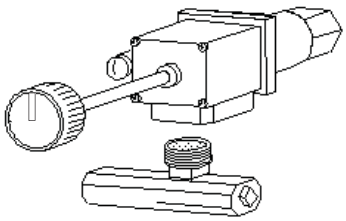
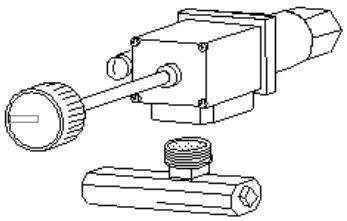
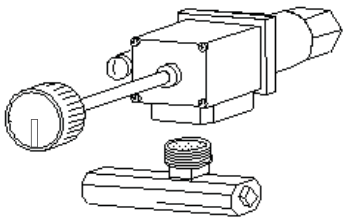

Fig. 25-1
Fig. 25-2
Fig. 25-3
1. To light the pilot from the **PILOT** position (Fig. 25-2), push in slightly on the knob or rod handle and turn to the **OFF** position (Fig. 25-1).
Wait five (5) minutes to clear out any gas. If you then smell gas, STOP! Notify your gas supplier or the fire department immediately. If you don't smell gas, then turn the knob or the rod handle to the **PILOT** position (Fig. 25-2) and go on to step 2.
2. Push the knob or rod handle fully in and, at the same time, place a long lighted match at the pilot burner. The pilot should light. Hold the knob or the rod handle in for approximately 60 seconds. If the pilot does not stay lit, turn to the full **OFF** position (Fig. 25-1).
1. To light the burner from the **PILOT** position when the pilot is lit (Fig. 25-2), turn the knob or handle 90° counterclockwise ↶ to the **ON** position (Fig. 25-3).
2. To extinguish the burner from the **ON** position (Fig. 25-3), turn the knob or handle 90° clockwise ↷ to the **PILOT** position (Fig. 25-2).
3. To extinguish the pilot from the **PILOT** position (Fig. 25-2), push in slightly on the knob or rod handle and turn 90° clockwise ↷ to the **OFF** position (Fig. 25-1).